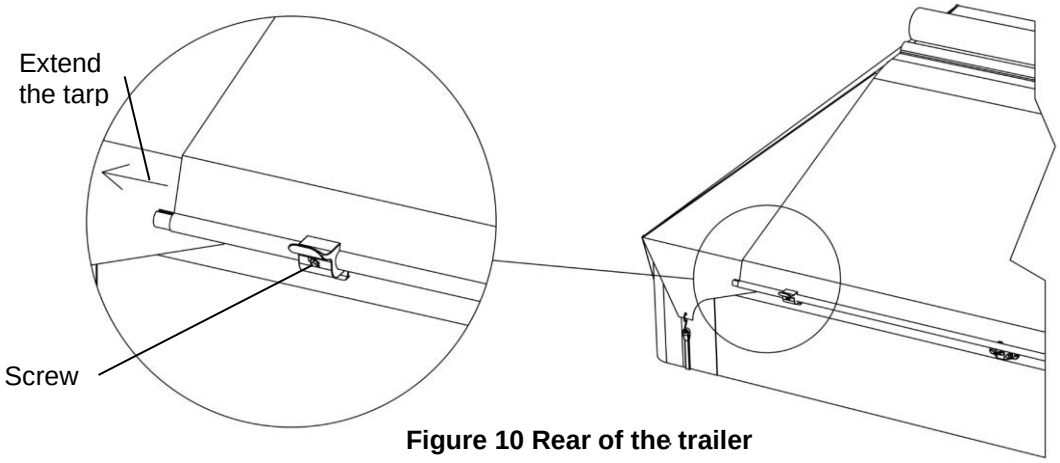

Figure 10 Rear of the trailer
6. **Figure 10.** Move to the back of the trailer and insert the anchoring tube in the last P-2 block.
7. Extend the tarp and screw the P-2 block (X) screw (P).